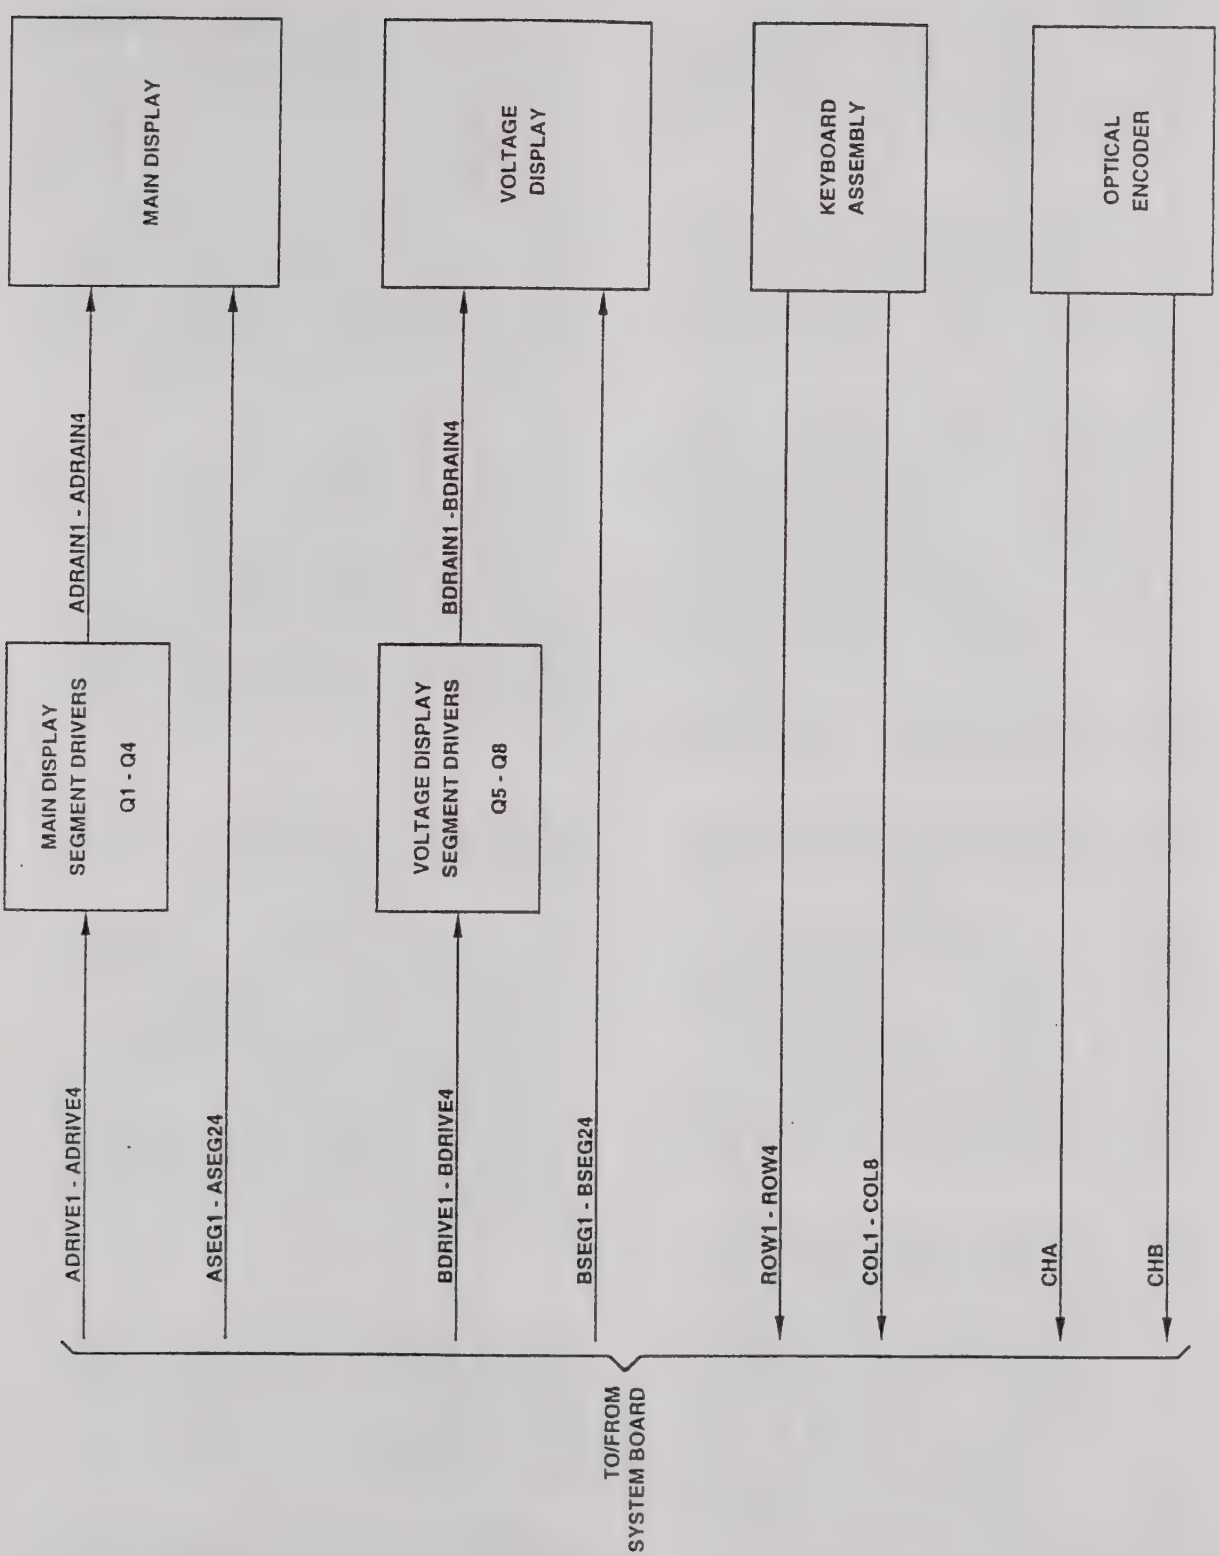

Figure 4-7. Display/Keyboard Block Diagram
4.4.4 **DISPLAY/KEYBOARD ASSEMBLY (Figure 4-7, 7-4)**